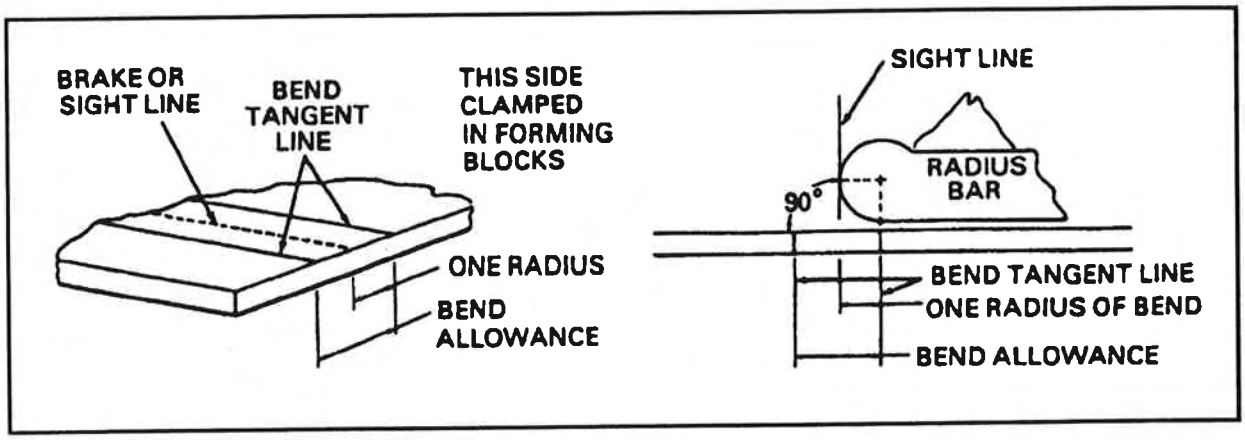

Figure 5-2. Brake or sight line
- Brake or sight line – a mark on a flat sheet that is aligned with the nose of the cornice brake's radius bar. The mark serves as a guide in the bending process. Figure 5-2 shows the brake or sight line in relation to the position of the material and the radius bar. The brake line can be pinpointed by measuring out a distance of one radius from the bend tangent line that is to be inserted under the nose of the cornice brake or against the radius forming block.